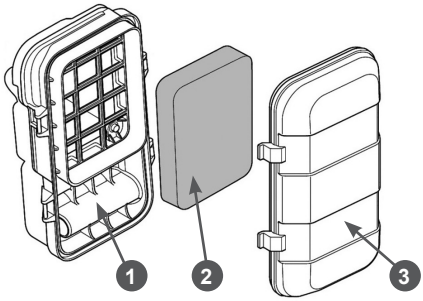

Рис. 14 Обслуживание воздушного фильтра
1. Нажмите на фиксаторы и снимите крышку 3 корпуса воздушного фильтра (Рис. 14).
2. Извлеките фильтрующий элемент 2 (Рис. 14).
5. Произведите очистку крышки 3 и корпуса 1 воздушного фильтра от грязи и пыли, не допуская попадания пыли и грязи в карбюратор (Рис. 14).